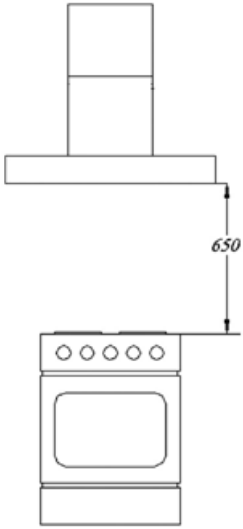

Fig. 4
1. On the wall behind the hotplate, mark the minimum installation height (650 mm for electric and 700 mm for gas hotplates, as shown in Fig. 4).